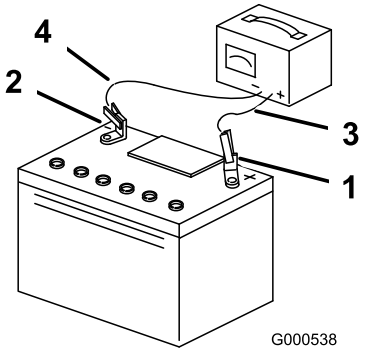

Figur 35
3. När batteriet är fulladdat ska laddaren kopplas bort från eluttaget först, och sedan ska laddningskablarna lossas från batteripolerna (Figur 35).